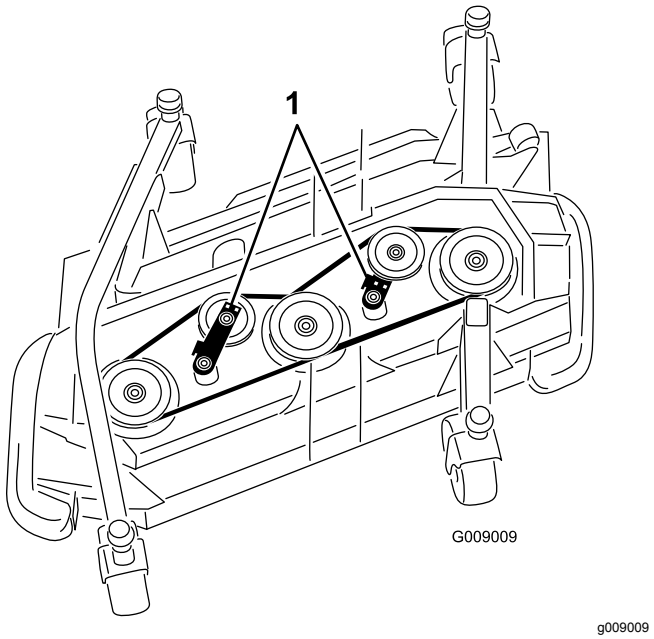

**Figur 130**
5. Använd en spärrnyckel eller liknande verktyg för att flytta mellanremskivorna bort från drivremmen så att remspänningen minskar och remmen kan glida av skivorna (Figur 130).